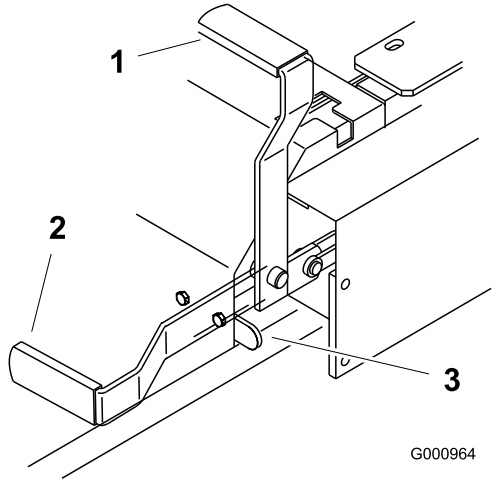

Rysunek 12
2. Pociągnij dźwignię hamulca postojowego do góry i do tyłu, aby zaciągnąć hamulec postojowy (Rysunek 12). Dźwignia hamulca postojowego powinna pozostawać nieruchomo w położeniu załączonym.
Aby zwolnić hamulec postojowy, popchnij dźwignię hamulca postojowego do przodu i w dół (Rysunek 12). Hamulec postojowy zostanie odłączony, a dźwignia znajdzie się na ograniczniku hamulca.